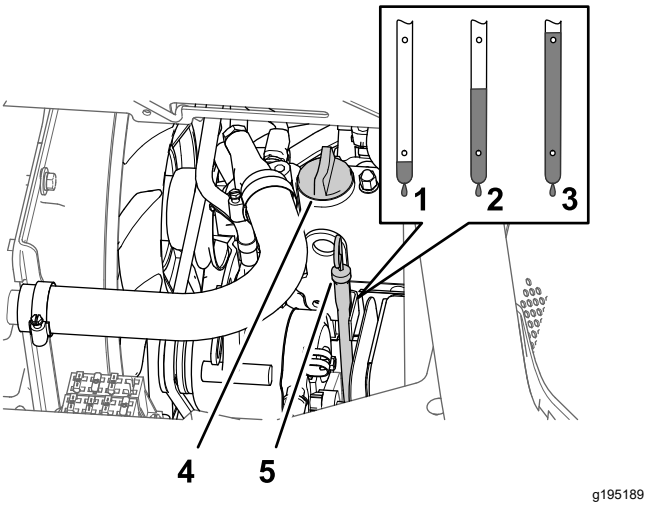

図 80
5. エンジンバルブカバー図 80 からオイル補給口のキャップを取り、所要量の約 80% のオイルを入れる。
6. ディップスティックの目盛りで油量を点検する 図 80。
7. ディップスティックの FULL マークに達するまで補給口から残りのオイルをゆっくりと補給する図 80。
8. 補給口にキャップとディップスティックを取り付ける図 80。